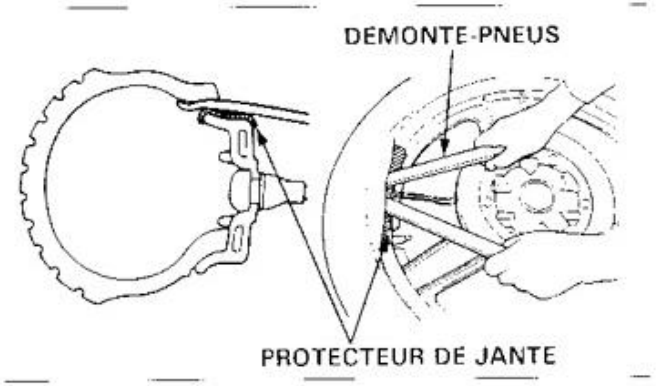

FIG. 31
- A 10 cm de part et d'autre de la valve, engager deux leviers (démonte-pneu) entre le talon de pneu et le rebord supérieur de la jante ; éviter d'enfoncer les démonte-pneus de plus de 1 à 2 cm de manière à ne pas risquer de pincer la chambre à air (fig. 31).